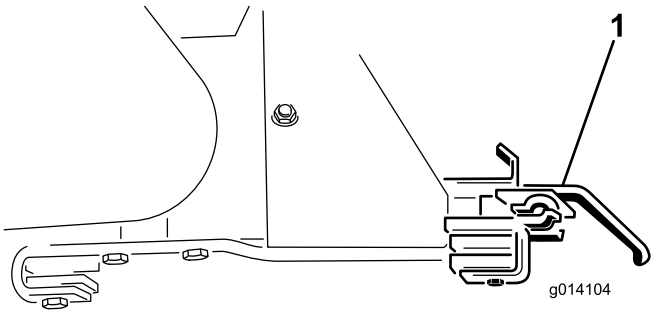

Rysunek 47
18. Usuń dwa wsporniki mocujące osprzęt (Rysunek 47).